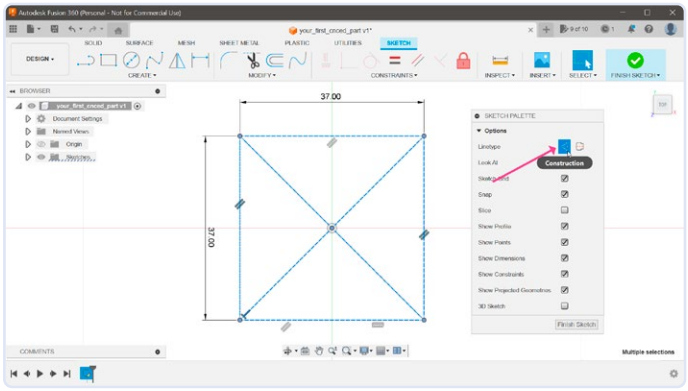

Figuur 3. Lijndefinitie wijzigen in Construction-modus.
3. We gebruiken deze vorm niet om de behuizing te extruderen omdat we ruimte nodig hebben rond de print. Daarom selecteren we alle lijnen en veranderen deze in constructielijnen door op de knop *Construction* te klikken in het dialoogvenster *Sketch Palette*. Zo weet Fusion 360 dat dit slechts hulplijnen zijn (**figuur 3**).